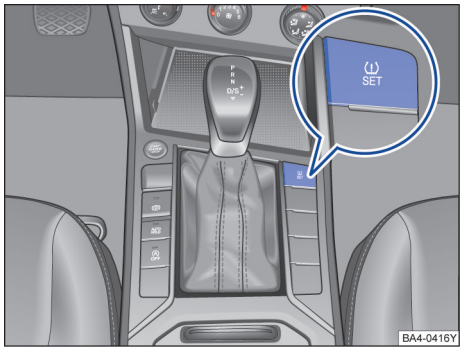

图 205 被动式轮胎气压监控系统设定按钮
– 按下设定按钮 超过 2 秒钟→图 205→第 200 页，待仪表发出“咚”一声提示音，胎压监测系统进行重新标定后警告灯熄灭。